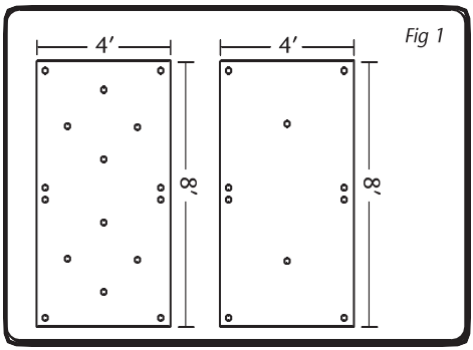

Fig 1
A minimum of ten (10) Fastening Screws and Plates on each 4' x 8' board of insulation and five (5) Fastening Screws and Plates on every 4' x 4' board, or as specified by the insulation manufacturer, must be installed. Every two square feet of perimeter insulation requires one (1) attaching screw and plate (16 per 4 ft. x 8 ft. board). Figure 1 displays several common configurations for fasteners.